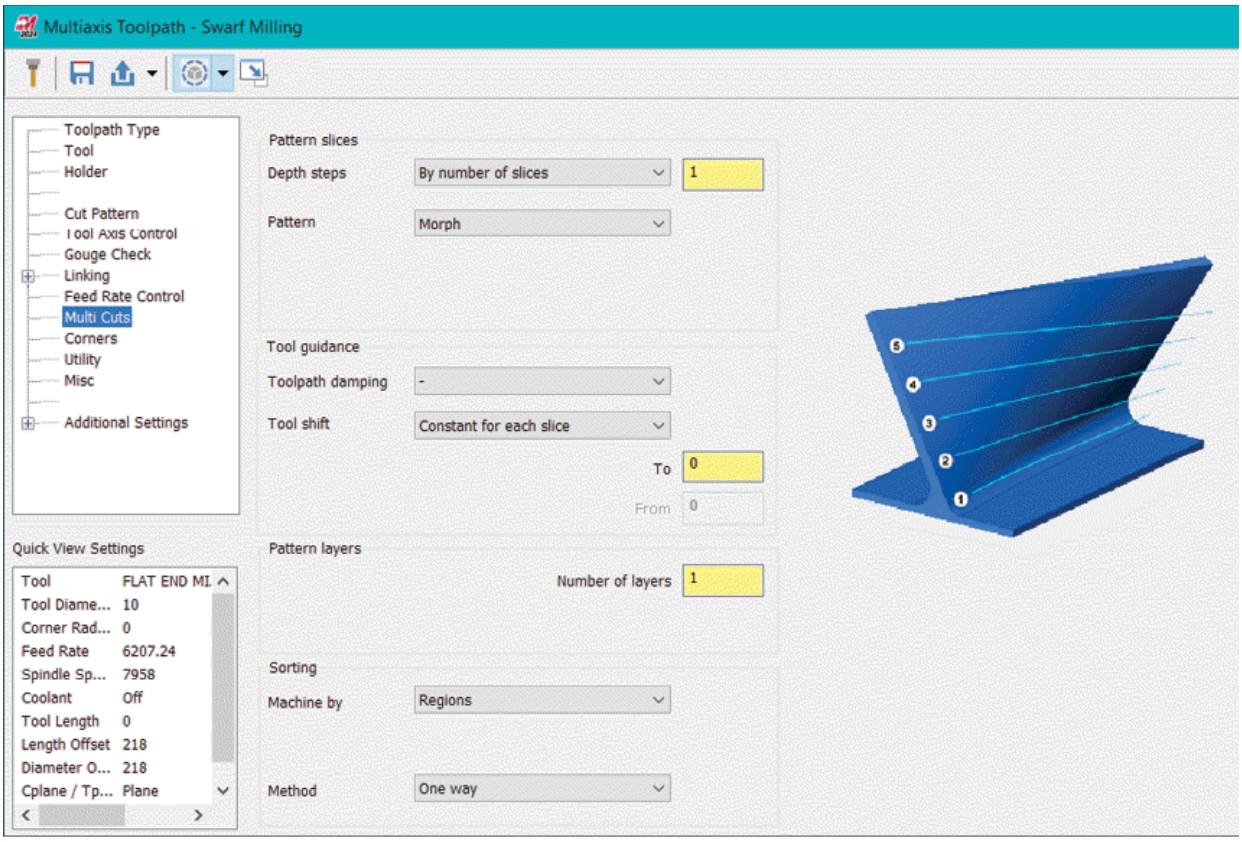

Figure-11. Multi Cuts page
- Click on the **Multi Cuts** option from the left area to specify the pattern in which cutting passes will be generated; refer to Figure-11.